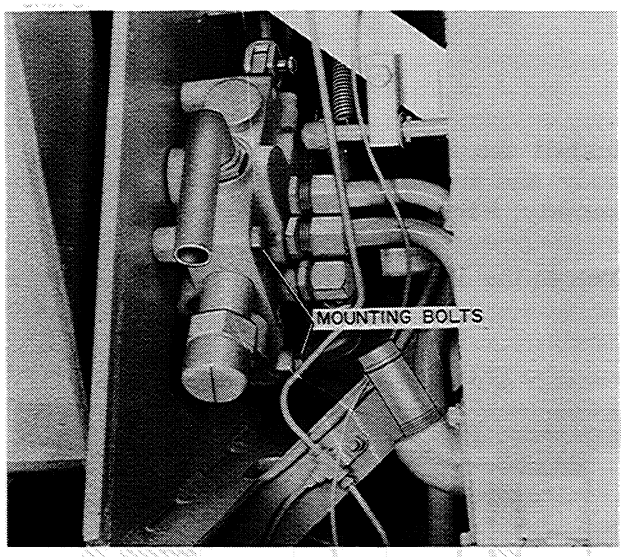

Figure D-42
1. Slide the control valve into the loader chassi, Figure D-42, Install the 1/2" x 4-1/2" bolts that hold the control valve to the loader side panel, Figure D-42.